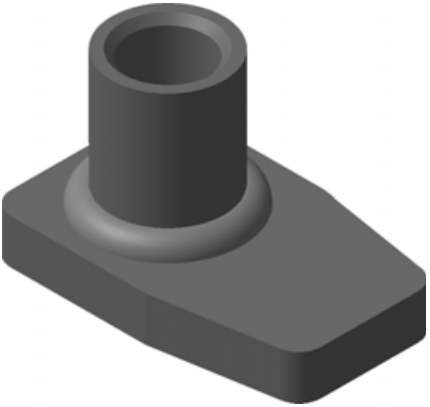

Рис. 6.90
- Откройте документ Ребро-1.m3d из папки Упражнения (рис. 6.90). Дополним модель ребром жесткости, соединяющим основание детали с цилиндрической бобышкой. Для построения ребра достаточно построить его незамкнутый контур.